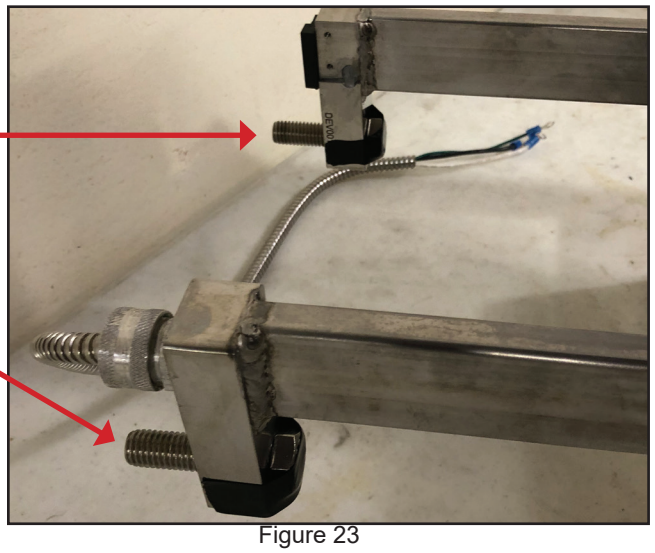

Figure 23
A. Prethread the two arm mounting bolts through the holes at the rear of the arm assembly (Figure 23).
If the arm is not level, loosen the rear 3/4” arm mounting bolts (See figure 23, pg. 18) to manipulate the arm until level is achieved.